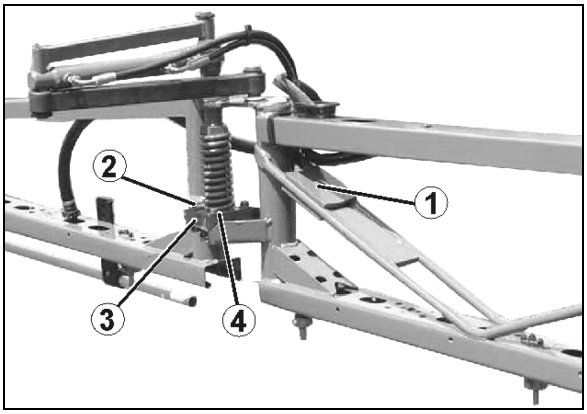

Rys. 157
1. Sprawdzić, czy stan oleju widoczny jest na oznaczeniu (Rys. 157/1) niepracującej i poziomo ustawionej pompy.
3. Zdjąć pokrywę (Rys. 157/2) i uzupełnić stan oleju, jeśli nie jest on widoczny na oznakowaniu (Rys. 157/1).